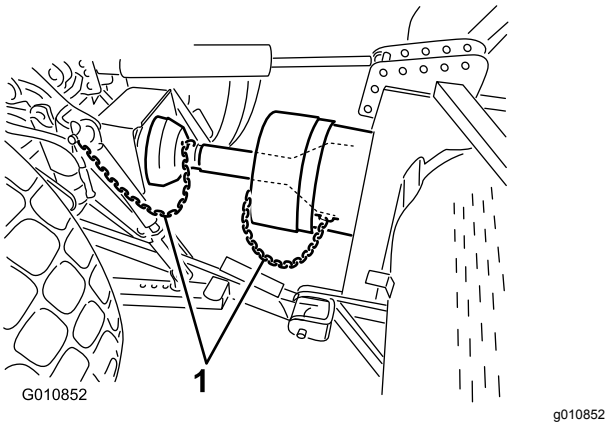

Figuur 25
6. Sluit de veiligheidskettingen aan op het aftakasscherm en de beugel van de tractor (Figuur 25). Controleer of de kettingen genoeg speling hebben als de beluchter omhoog of omlaag wordt gebracht.